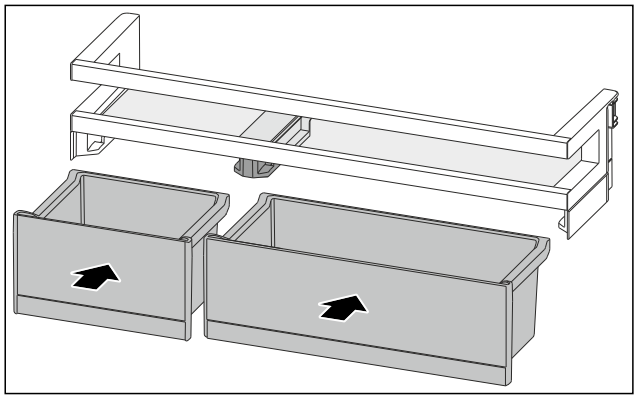

Fig. 90
▶ Introduceți VarioBox-urile dispuse invers. (vezi Fig. 90)